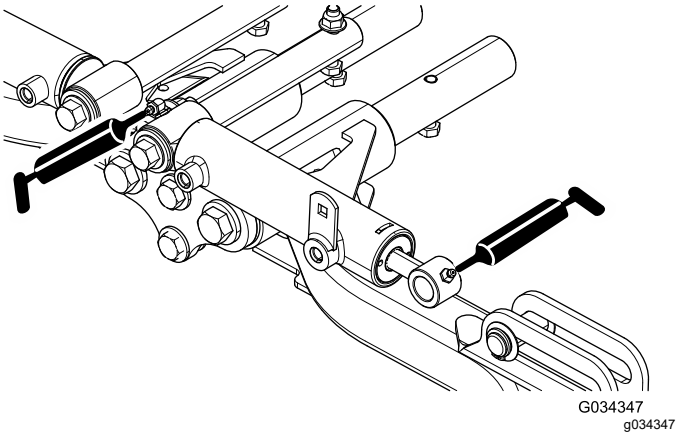

Figur 46
- Fremre løftearmstapper og løftesylindre (3 hver). Se Figur 46.